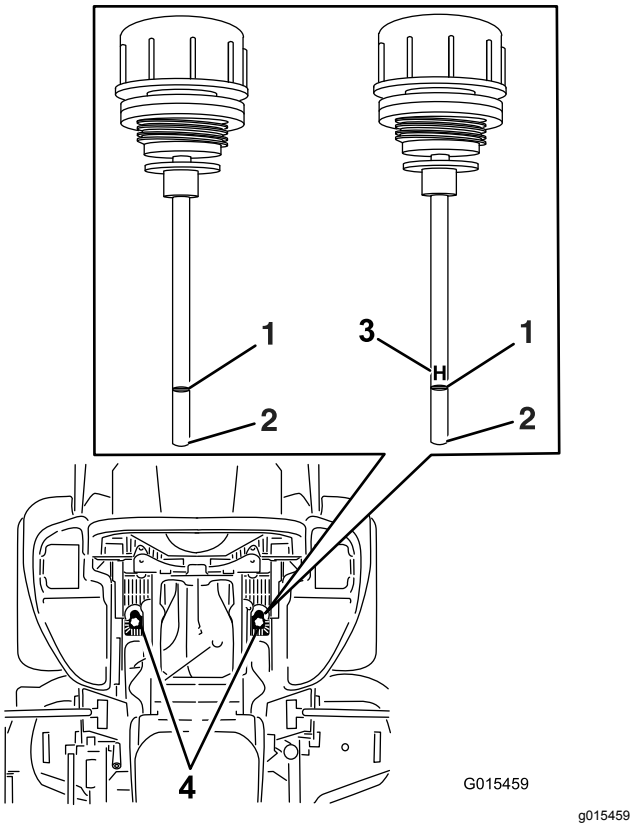

Figura 90
6. Limpie la zona alrededor de las varillas de los depósitos del sistema hidráulico (Figura 90).
7. Retire una varilla del depósito hidráulico (Figura 90).
9. Retire la varilla e inspeccione el extremo (Figura 90).